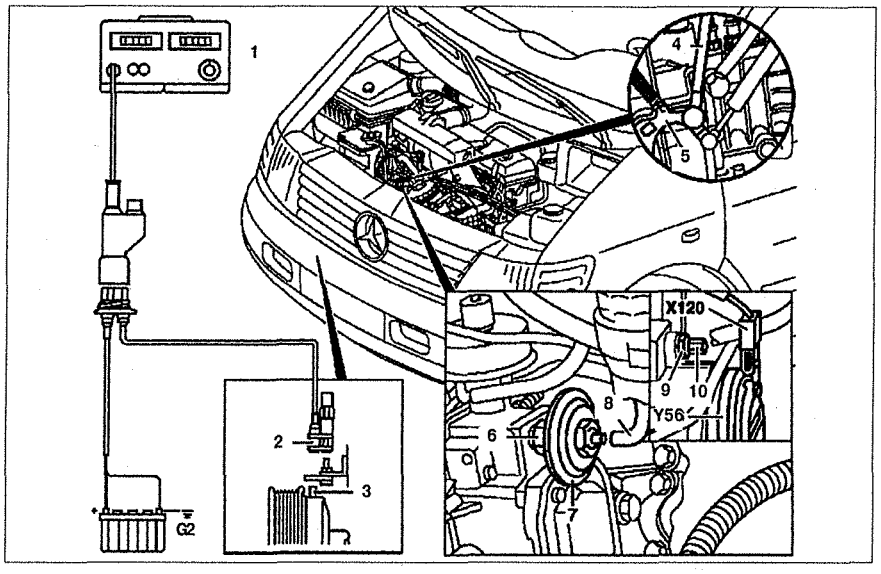

Рис. 4.78. Проверка и регулировка оборотов холостого хода:
2. Вкрутите импульсный датчик ВМТ **2** в кронштейн и закрепите его (см.рис.4.78).